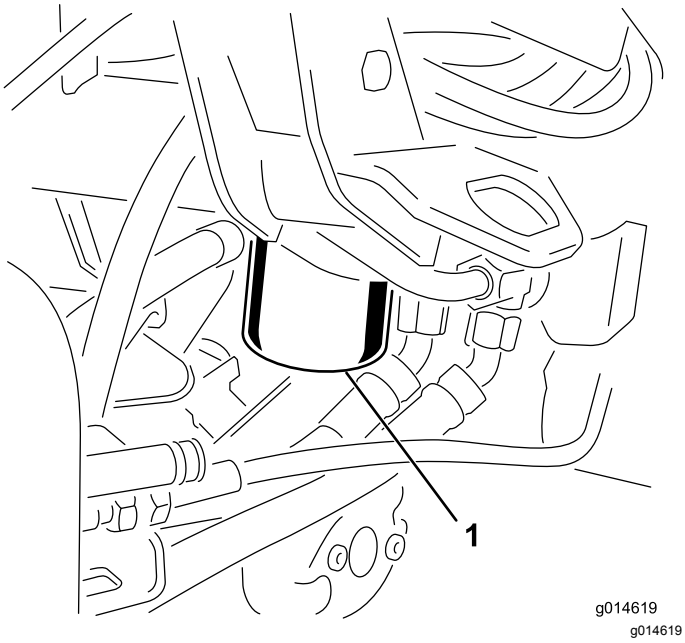

Figuur 43
1. Reinig de omgeving van de plaats waar het filter wordt gemonteerd (Figuur 43). Plaats een opvangbak onder het filter en verwijder het filter.